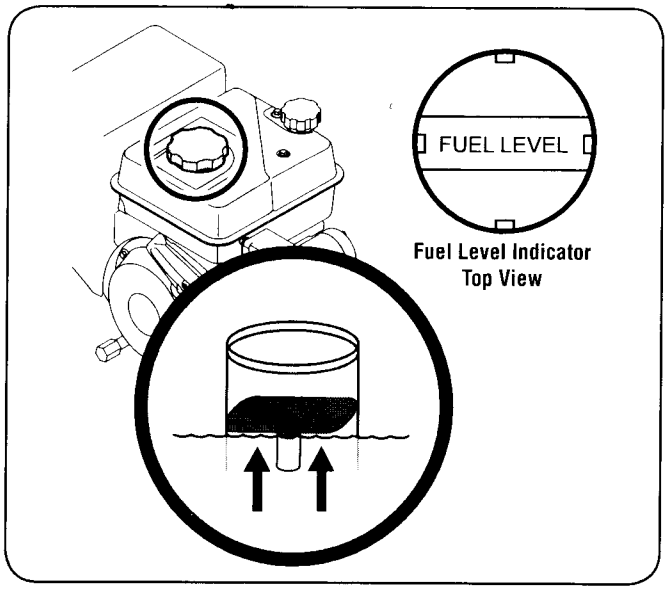

Figure 3-11
2. A fuel level indicator is located in the fuel tank. Fill tank until fuel reaches the fuel level indictor, Fig. 3-11. Be careful not to overfill.